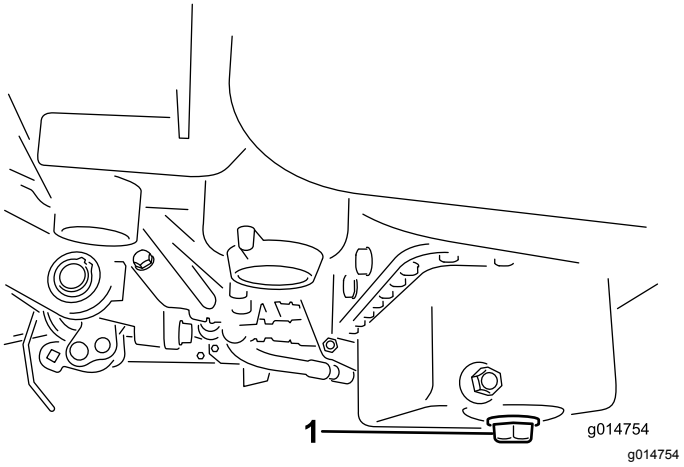

Figur 43
1. Ta bort avtappningspluggen och låt oljan rinna ned i ett kärl. Sätt tillbaka avtappningspluggen när oljan har slutat rinna (Figur 43).